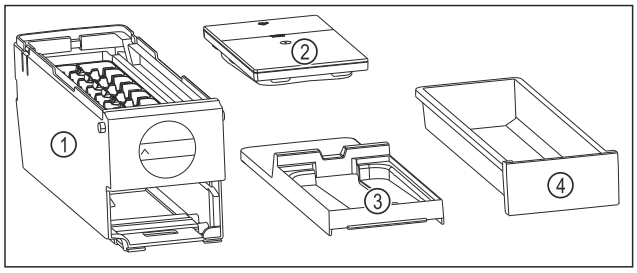

Fig. 147 Komponenter i EasyTwist-Ice
▷ EasyTwist-Ice er delt inn i fire deler. (se Fig. 147)
- ▶ Demonter kun delene til EasyTwist-Ice som er angitt på bildet. (se Fig. 147)
- ▶ Hoveddelen til EasyTwist-Ice *Fig. 147 (1)* rengjøres som en del.